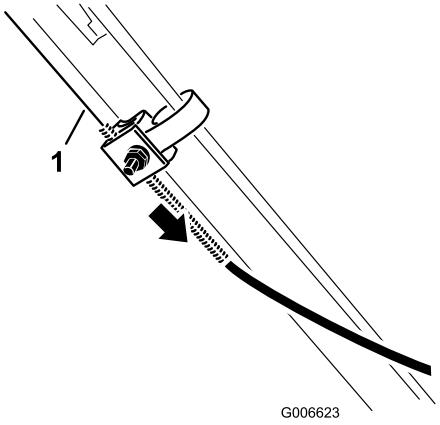

Figur 28
3. Træk kabelkappen nedad, indtil du fjerner slækket i det blotlagte kabel (Figur 28).